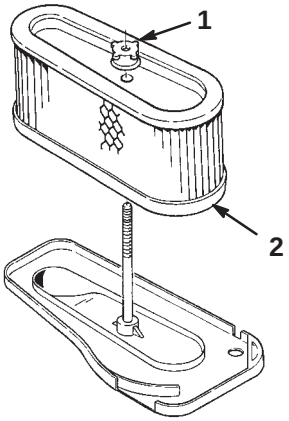

Figure 22
9. Dévissez l'écrou en caoutchouc et retirez l'élément en papier (Fig. 22).
2. Vissez ensuite l’écrou en caoutchouc à la main, en appui contre le filtre à air (Fig. 22).